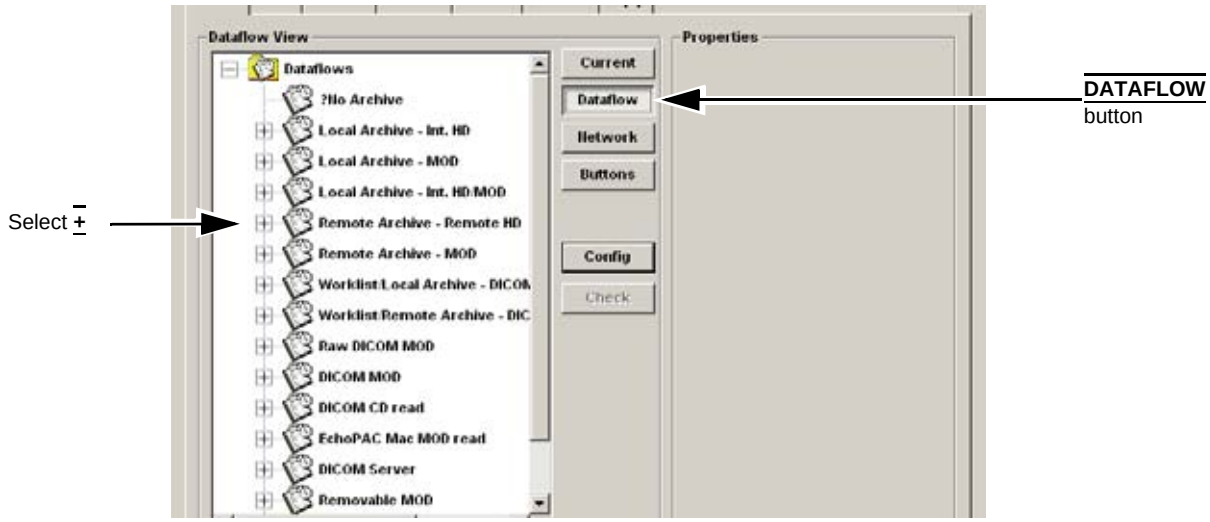

Figure 3-120 Pre-configured Data flows in Vivid 7
4.) Select the **DATAFLOW** button to see all available data flows, see Figure 3-120.